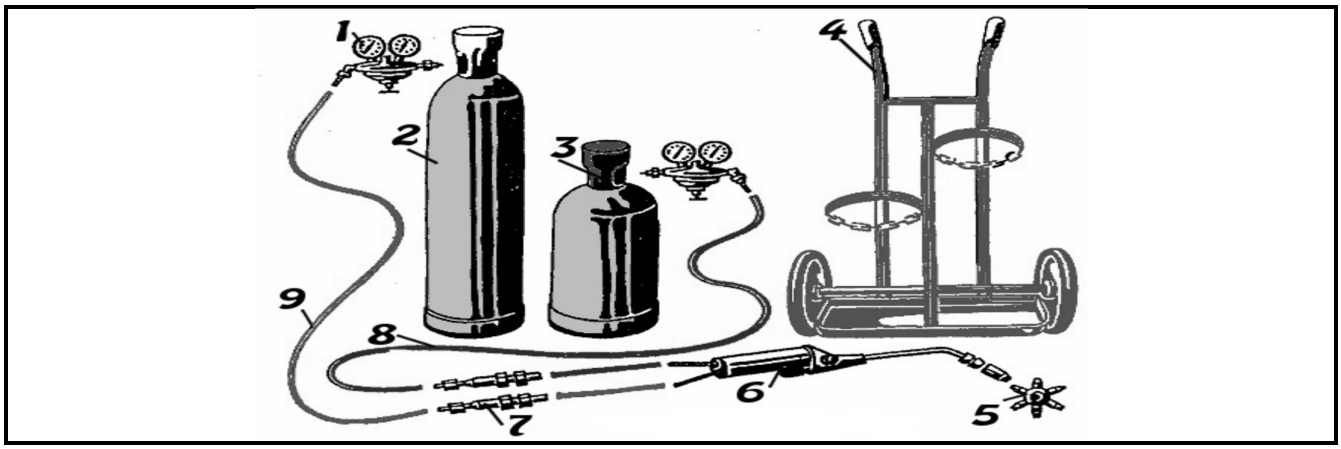

Figure 9 : Ensemble du poste de soudure
V.1 Vous êtes appelé à souder l'aile droite du véhicule de ce véhicule. Pour cela, vous disposez du poste de soudure de la **figure 9** ci-dessous. Identifier ce type de poste de soudure **(1pt)**
IV.2 A partir de vos propres connaissances et du schéma de la **figure 9** ci-dessus, remplir le **tableau 7** ci-dessous